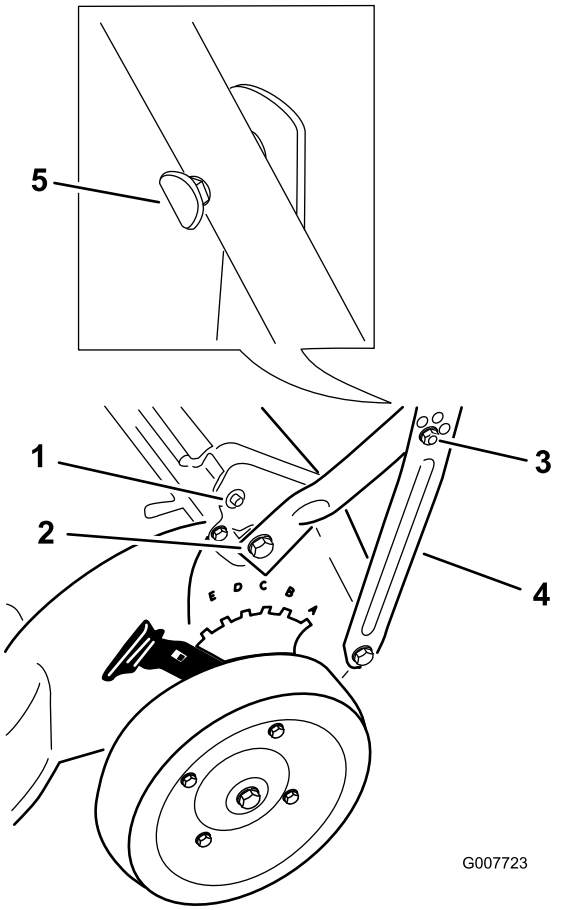

Bild 3
3. Befestigen Sie die Griffbügel mit zwei Sechskantschrauben und zwei Sicherungsmuttern an den unteren Griffseiten (Bild 3).
Hinweis: Bringen Sie die Kabelbinden so niedrig wie möglich am Griff an, damit sich die Bowdenzüge nicht an der Endkappe an der hinteren Klappenstange verhaken und den Selbstantrieb behindern (Bild 3).